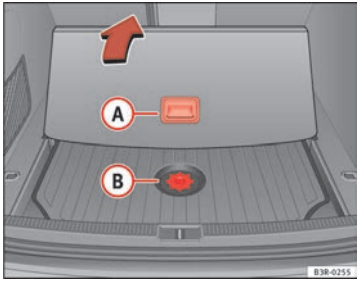

Fig. 191 Access to the toolbox and jack
– Take hold of handle (A) and fold back the floor panel in the luggage compartment ⇒ fig. 191.
– Unscrew the attachment screw from cover (B) ⇒ fig. 191.